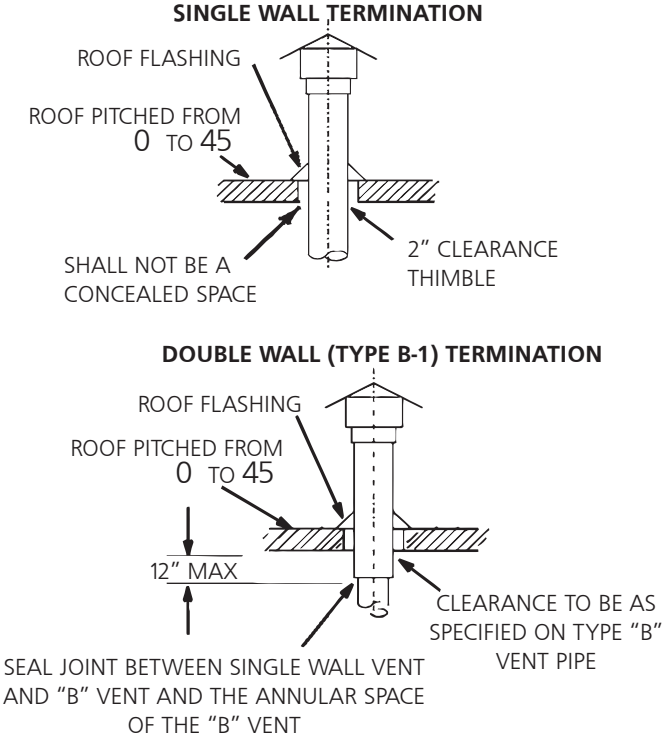

FIGURE 2
1. US: HSU unit heaters are to be used with NFPA- or ANSI-approved chimneys, U.L. listed type B-1 gas vents, single wall metal pipe, or listed chimney lining system for gas venting where applicable, as well as the modifications and limitations listed in figure 2. Seal single wall vent material according to the section A - General Recommendations and Requirements.
8. When termination is routed through an exterior combustible wall the vent must be supported using a listed clearance thimble. Seal the connection between the single wall and double wall pipes and the annular space of the double wall pipe as shown in figure 2. Inside edge of vent termination tee must be at least 12 inches from outside wall as shown in **figure 3**.